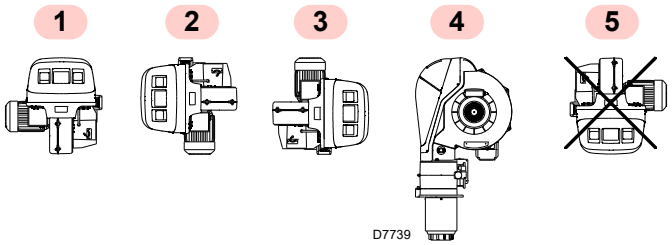

Fig. 13
- El quemador está preparado exclusivamente para funcionar en las posiciones **1**, **2**, **3** y **4** (Fig. 13).